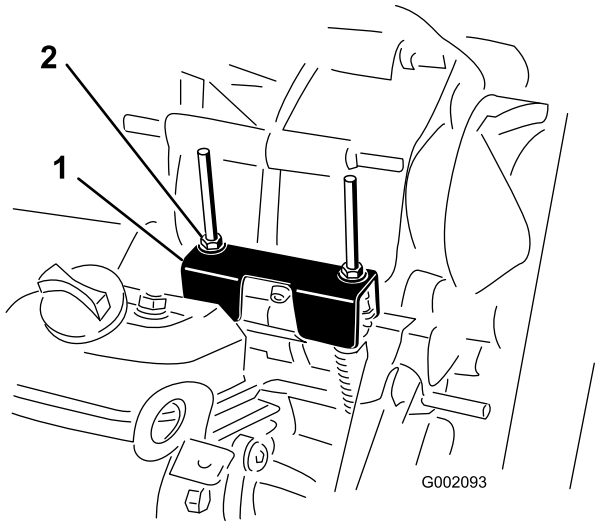

**Figur 35**
Vid rutinunderhåll och/eller motordiagnostik måste växeln läggas i neutralläge (Figur 35). Fordonet har ett neutralläge på växelväljaren som styr neutralläget i växellådan. Följande åtgärder bör vidtas för att försäkra att neutrallägesspaken driver växellådans neutralläge korrekt:
2. Kontrollera att neutrallägesfästet är i neutralläget (bredvid kabelfästet som sitter under växelfästet) genom att vrida på drivkopplingen (Figur 35). Fordonet ska inte rulla bakåt eller framåt. Om det gör det flyttar du neutrallägesfästet till neutralläget.
3. Dra åt en av låsmuttrarna (Figur 35) för att få ett avstånd på 0,76–1,54 mm.